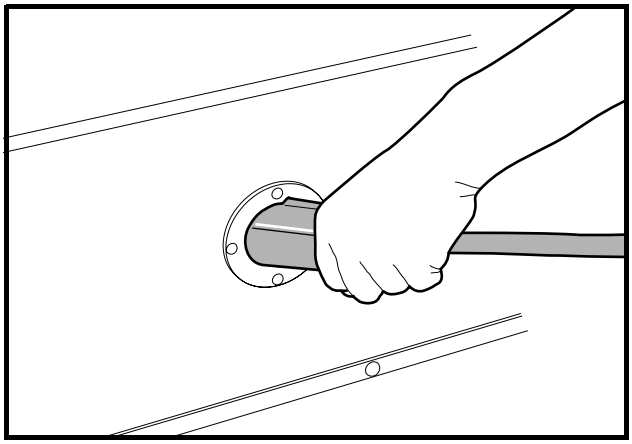

Figure 21 Correct Insertion of Charger DC Plug
- **Do not rock or bend the plug. To connect the charger plug to the vehicle receptacle, grasp the plug handle and push the plug straight into the receptacle (Figure 21, Page 39).**
Insert the charger DC plug into the vehicle receptacle. The charger will turn on two to ten seconds later **(Figure 21)**.